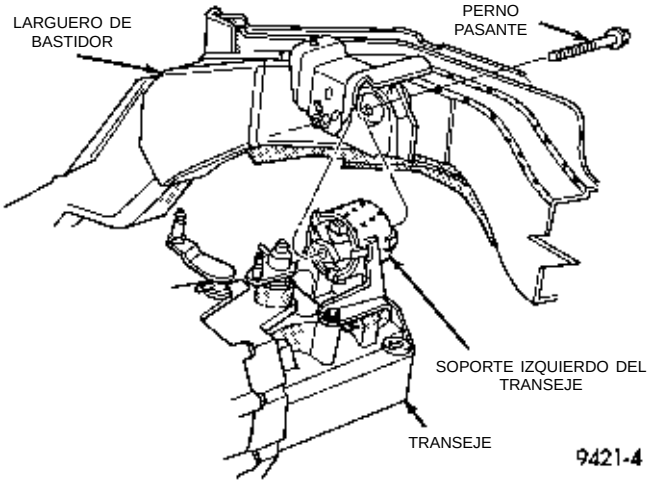

Fig. 29 Perno pasante del soporte izquierdo del transeje
(23) Retire los cuatro pernos de la placa de mando al embrague modular a fin de separar la placa de mando del conjunto del embrague.
(24) Para facilitar el desmontaje del transeje, empuje el conjunto del embrague modular hacia el interior de la caja del conversor del transeje.
(25) Retire el perno pasante del larguero del bastidor al soporte izquierdo del transeje (Fig. 29).